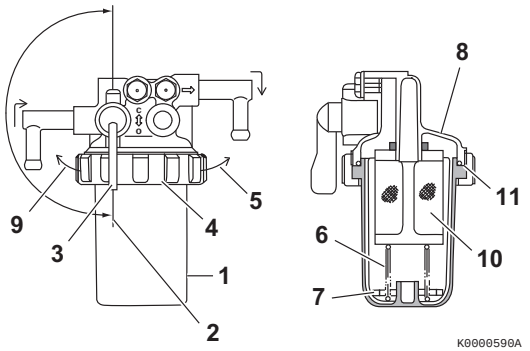

Figure 7
1. Position an approved container under the water separator **(Figure 7, (1))** to collect the contaminants.
2. Close **(Figure 7, (2))** the fuel valve **(Figure 7, (3))**.
3. Turn the retaining ring **(Figure 7, (4))** to the left **(Figure 7, (9))**.
4. Carefully remove the cup **(Figure 7, (1))**. Remove the retaining spring **(Figure 7, (6))** and float **(Figure 7, (7))** from the cup. Pour the fuel into an approved container and dispose of waste properly. Hold the bottom of the cup with a shop towel to prevent the fuel from dripping. Wipe up any spills immediately.
6. Inspect the condition of the mesh filter **(Figure 7, (10))**. Clean the mesh filter if necessary.
7. Inspect the condition of the O-ring **(Figure 7, (11))**. Replace the O-ring if necessary.
8. Put the float **(Figure 7, (7))** and retaining spring **(Figure 7, (6))** inside the cup.
9. Reinstall the cup to the mounting flange **(Figure 7, (8))** and turn the retaining ring **(Figure 7, (4))** to the right **(Figure 7, (5))**. hand-tighten only.
10. Open the fuel valve **(Figure 7, (3))**.